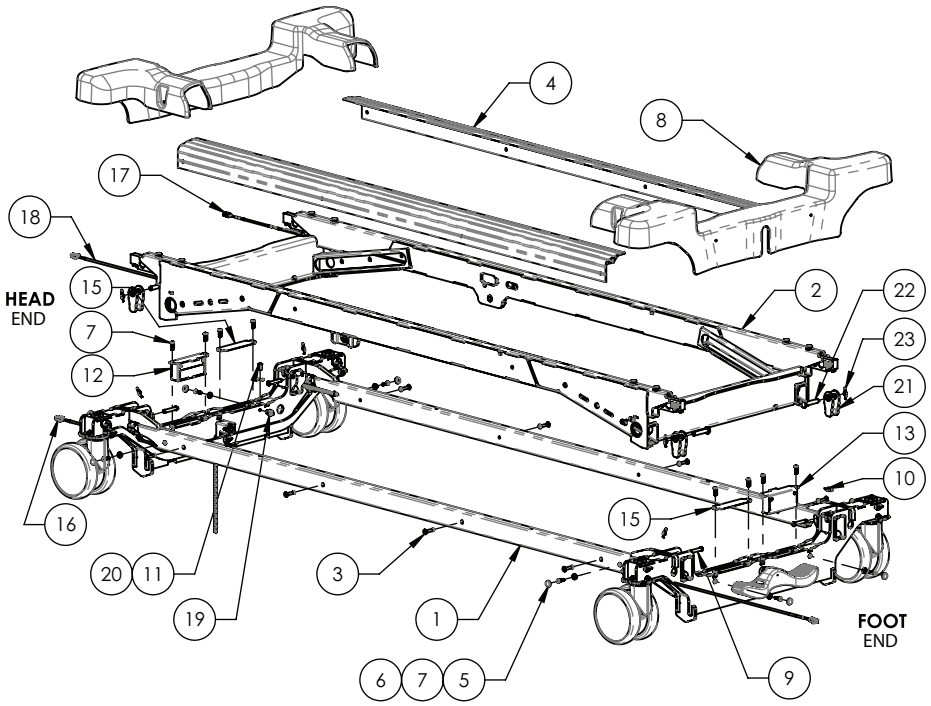

Figure 34 – Remplacement du support de pesée
5. À l'aide d'un petit tournevis à tête plate, retirer et conserver les quatre cache-vis du couvercle des roulettes (6) (Figure 34).
6. À l'aide d'un tournevis cruciforme n° 2, retirer et conserver les quatre vis (7) et rondelles (5) qui fixent le couvercle des roulettes (8) au châssis de la base (Figure 34). Retirer et conserver le couvercle des roulettes.